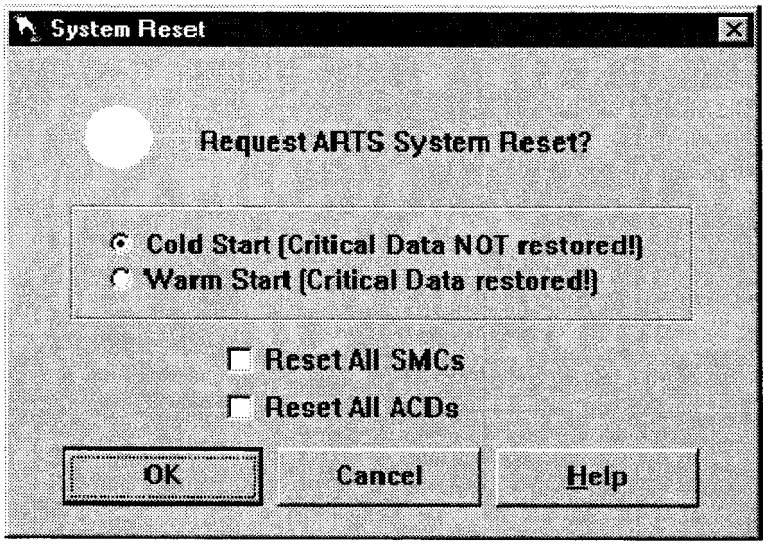

FIGURE 4-6. SYSTEM RESET DIALOG BOX
2. Observe the System Reset confirmation window (see Figure 4-6).